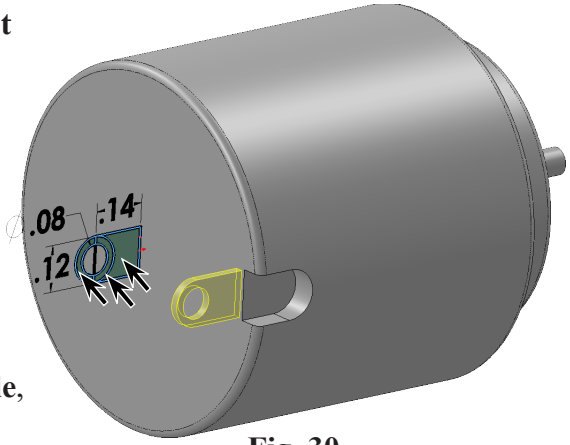

Fig. 30
Step 13. Rotate view slight to view **rear of Motor**, **Fig. 30**. Hold the **middle mouse button** (wheel) and rotate view around to view rear.
click **both contours between circles** and **contour right of circle**, **Fig. 30**